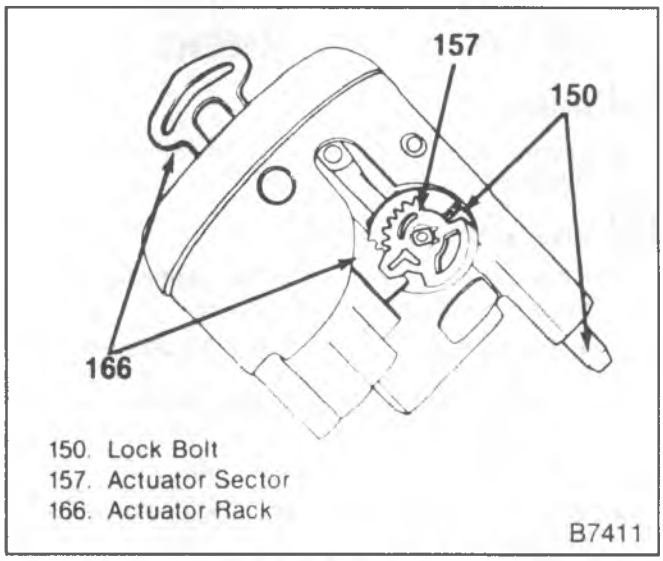

Figure 28—Installing Lock Bolt and Rack Assemblies
4. Sector drive shaft (154) into the housing (159).
- Lightly tap the sector (157) onto the shaft (154) far enough to install the snap ring.
6. Lock bolt. Engage the bolt with the sector cam (157) surface.
7. Rack (166) and spring (165). The block tooth on the rack should engage the block tooth on the sector (figure 28).
8. Tilt release lever (163).
9. Lock bolt spring (151) and retaining screw (148).